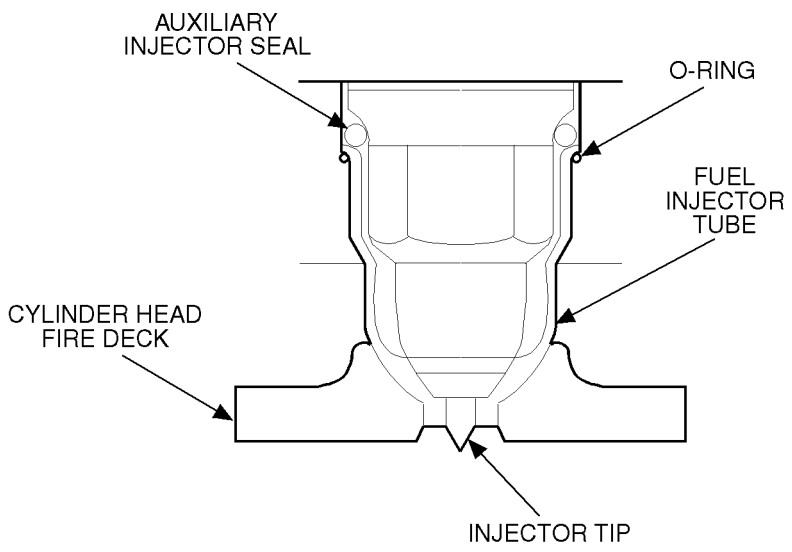

Figure 2-17 Auxiliary Injector Seal Location
2. Seat it against the top of the injector tube with a 1-5/8 in. diameter wood or plastic dowel. See Figure 2-17.